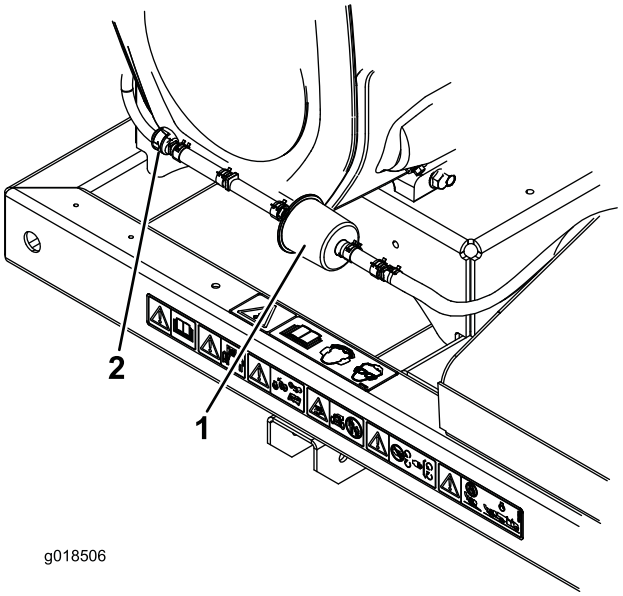

Figur 19
2. Flyt slangeklemmerne af fjedertypen på begge sider af udluftningsrørets filter til kulfiberbeholderen væk fra filteret (Figur 19).
3. Fjern og kassér kulfilteret (Figur 19).
4. Indsæt et nyt filter i slangen med pilen på filteret pegende hen imod kontraventilen og sæt det fast med slangeklemmer (Figur 19).